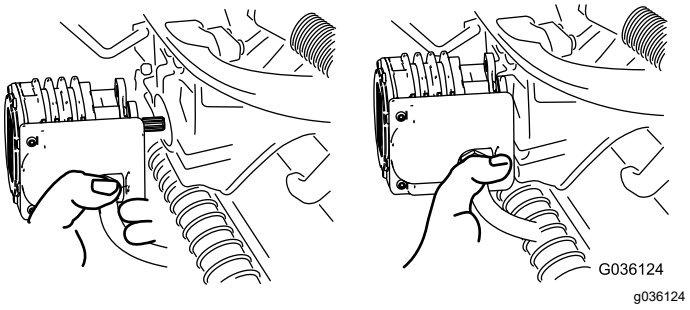

Figuur 72
5. Zet de motor in de opbergruimte op de voorkant van de ophangarm (Figuur 72).